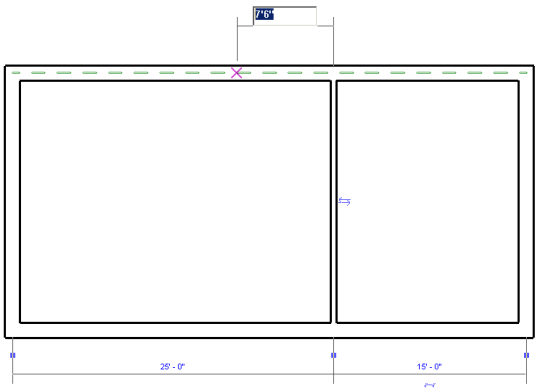

Figure 3-58 *Specifying the starting point of the second interior wall*
1. To sketch the second interior wall, move the cursor to the upper endpoint of the interior wall you just created and then move the cursor horizontally toward the left. When the temporary dimension and the intersection object snap appears, enter **7'6"(2286 mm)**, as shown in Figure 3-58. Now, press ENTER; the start point of the second interior wall segment is specified on the upper horizontal exterior wall.